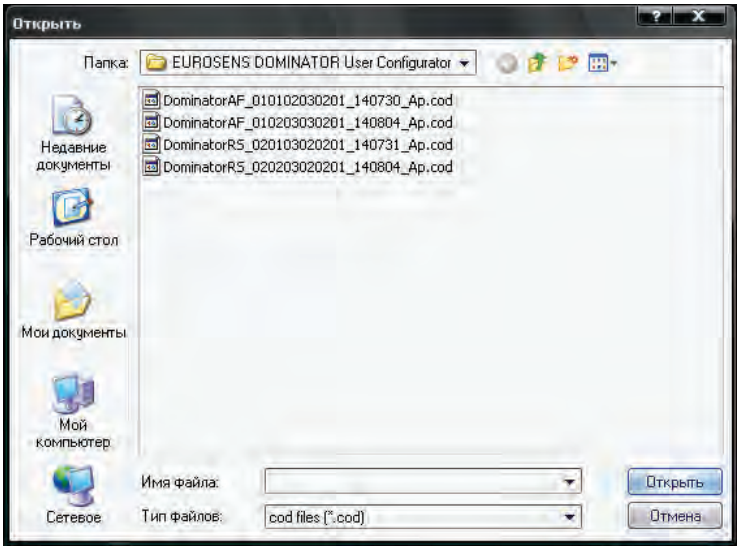

Рис.36
3) Нажать кнопку "Обновление встроенного ПО" и выбрать файл прошивки (рис. 36) для обновления (DominatorAF… или DominatorRS… соответственно типу датчика).